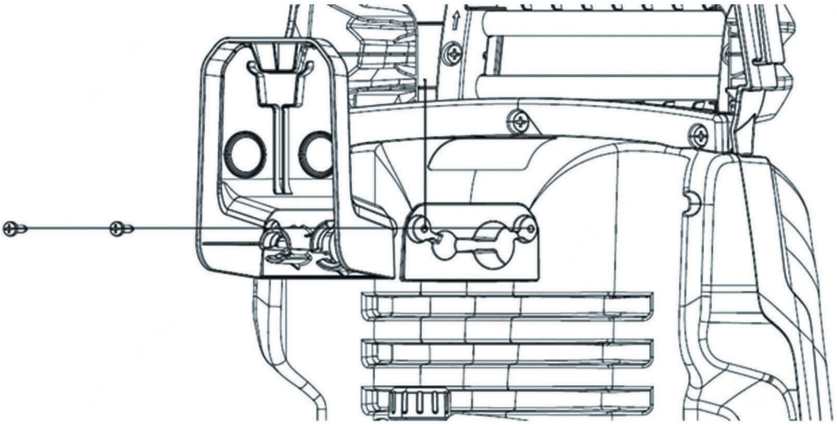

Рис. 3
2. Установите держатель аксессуаров на корпус мойки и закрепите с помощью двух винтов (Рис. 3).